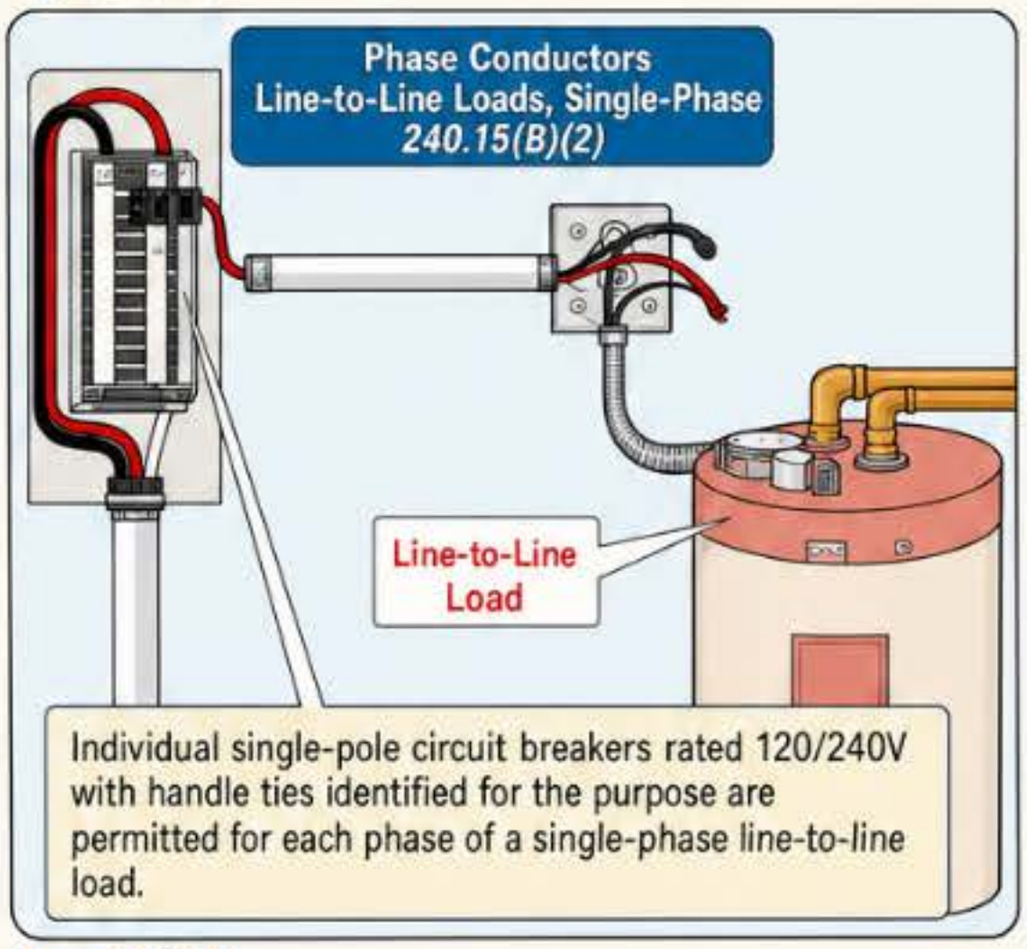

Figure 240–16
(3) Line-to-Line Loads, Three-Phase. *Individual single-pole circuit breakers rated 120/240V with handle ties identified for the purpose are permitted for each phase of a three-phase line-to-line load.* Figure 240–17